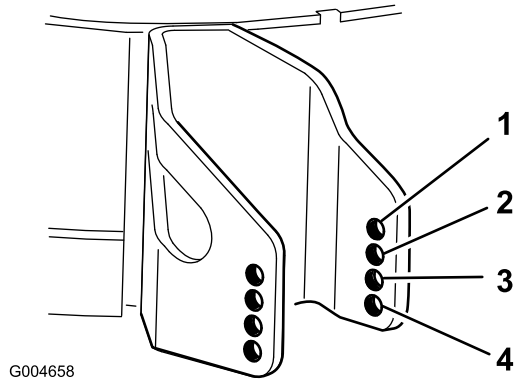

Figur 19
4. Velg et hull slik at antiskalperingsvalsen befinner seg i nærmeste ønskede tilsvarende klippehøyde (Figur 19).